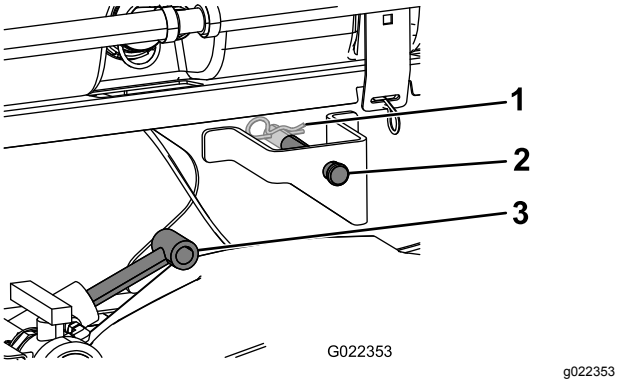

Figuur 10
4. Schuif de hefcilinders uit tot de beugels van de tankglijder, en lijn de cilinderarmen uit met de openingen in de beugels van de tankglijder (Figuur 10).